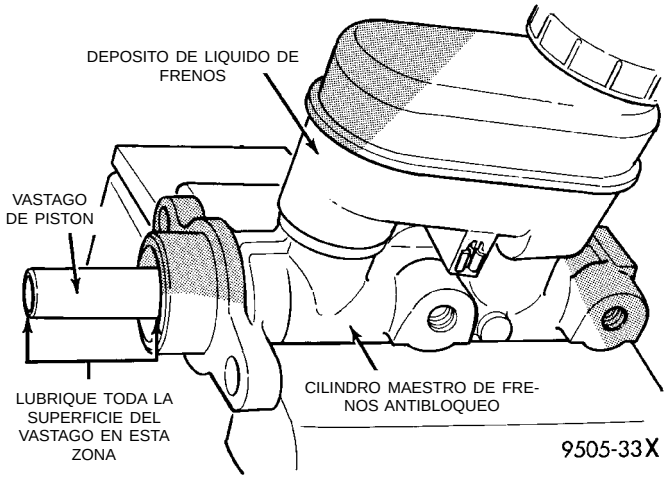

Fig. 109 Lubricación del vástago de pistón del cilindro maestro
(1) Lubrique el vástago de pistón del cilindro maestro tal como se indica en (Fig. 109). Utilice únicamente **Grasa dieléctrica Mopar—y no sustitutos.** Para obtener el lubricante requerido, consulte el Catálogo de productos químicos Mopar.